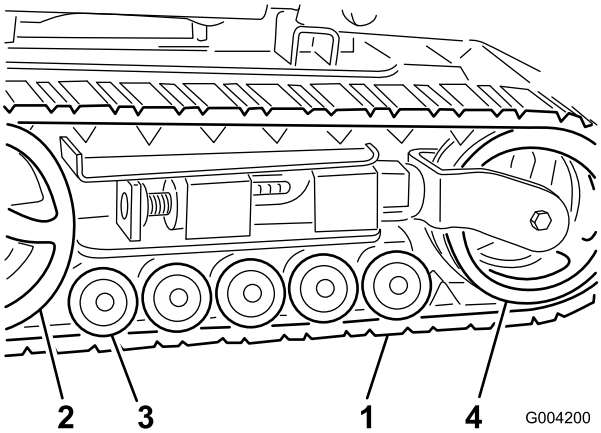

Figuur 39
**Belangrijk: Zorg ervoor dat u de wegwielen, het spanwiel en de kettingwielaandrijving grondig reinigt (Figuur 39). De wegwielen moeten vrij kunnen draaien als deze schoon zijn.**